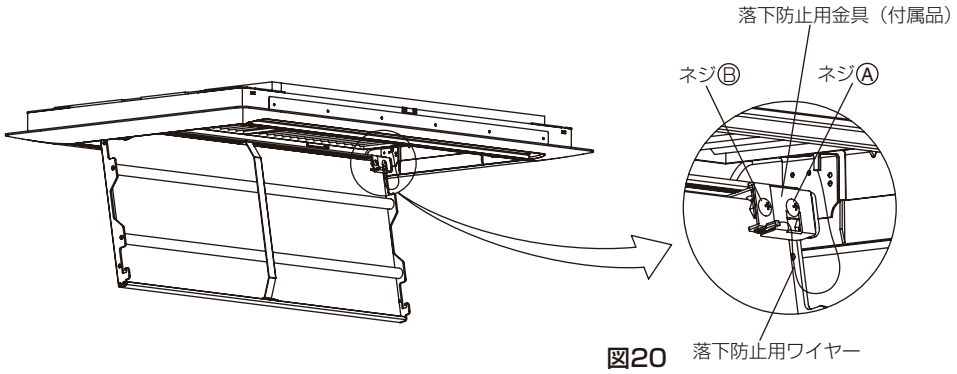

図20
①サービスパネルのヒンジ側を落下防止用ワイヤーのある方のピンに引掛ける。
②図20のように落下防止用金具(付属品：2個)をネジⒶで取付け、落下防止用ワイヤーをネジⒷで取付ける。
③サービスパネルを矢印方向に閉じる。
④サービスパネルを矢印方向にスライドさせてフック側をピンに引掛ける。